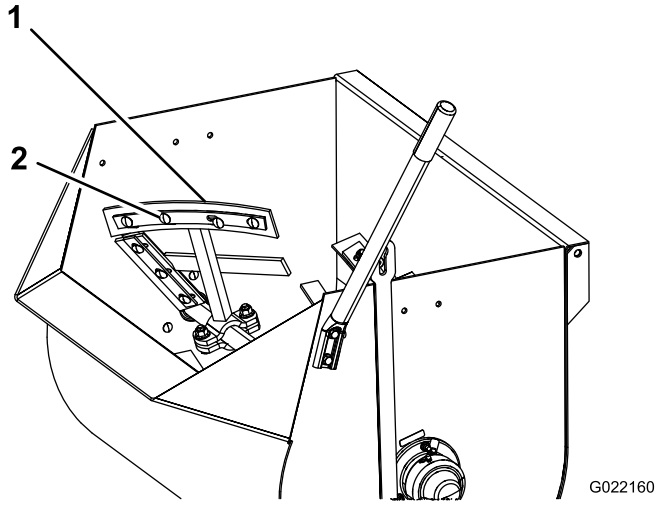
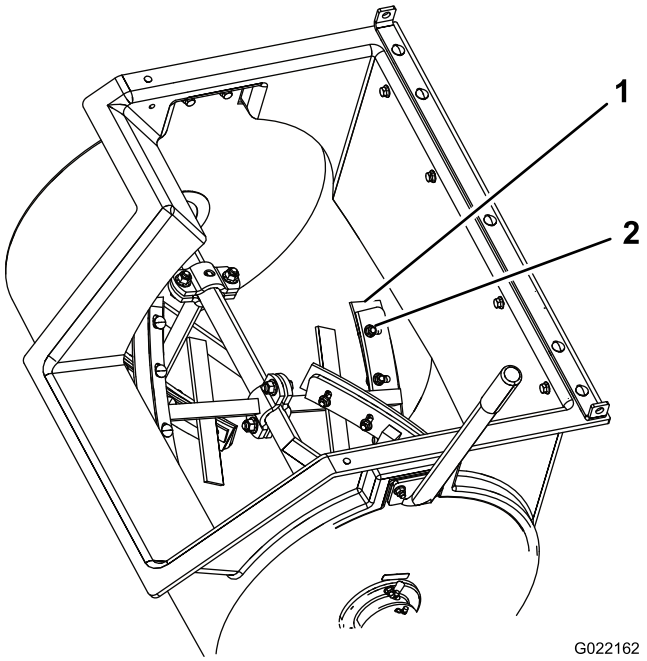
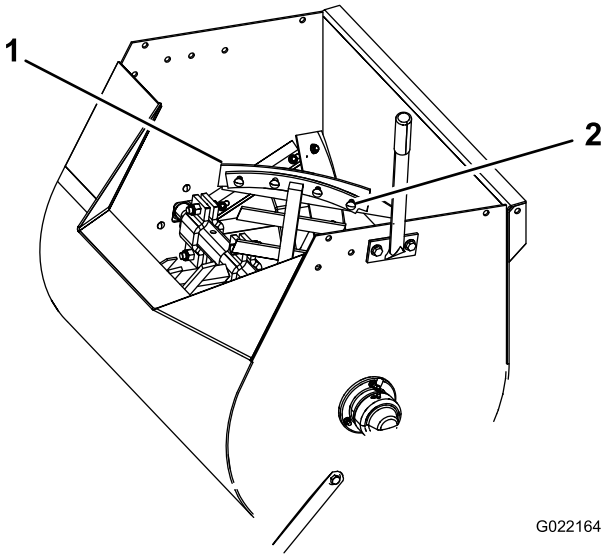

Figura 44
Figura 45
Figura 46
4. Afloje las tuercas y los pernos que sujetan las hojas a las paletas (Figura 44, Figura 45 o Figura 46).